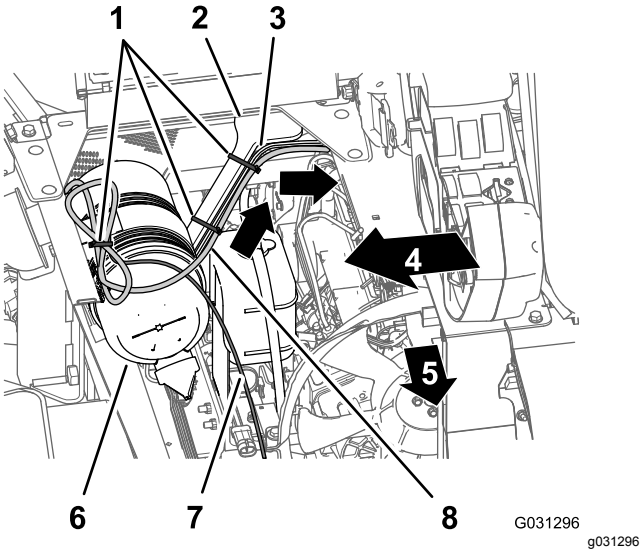

Figur 162
1. Dra elkablagedelen på 220 cm för navigeringssystemet tvärs över säteslådvinkeln och ned längs motorhöljets vänstra stöd (Figur 162).
2. Fäst kablaget på motorhöljets stöd med kabelband (Figur 162).